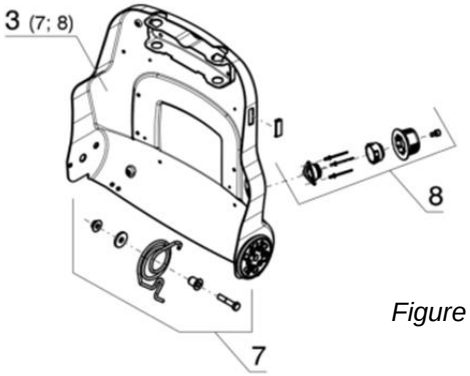

Figure 2.7.1
a) Behind the position number the position of the supplied other assembly is listed in brackets (*see figure 2.7.1*).